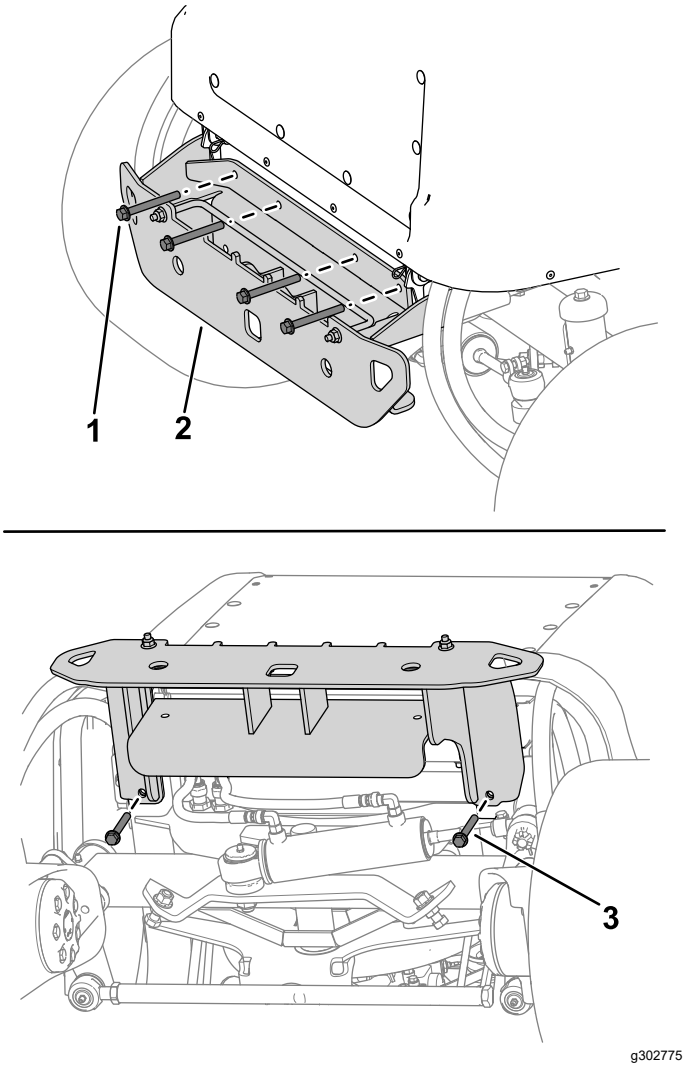

Figur 14
2. Använd fyra bultar (⅜ x 3 ¼ tum) och fyra muttrar (⅜ tum) för att fästa den övre delen av stötfångaren på maskinramen (Figur 14).
3. Använd två bultar (⅜ x 2¾ tum) och två muttrar (⅜ tum) för att fästa stötfångaren under maskinramen (Figur 14).